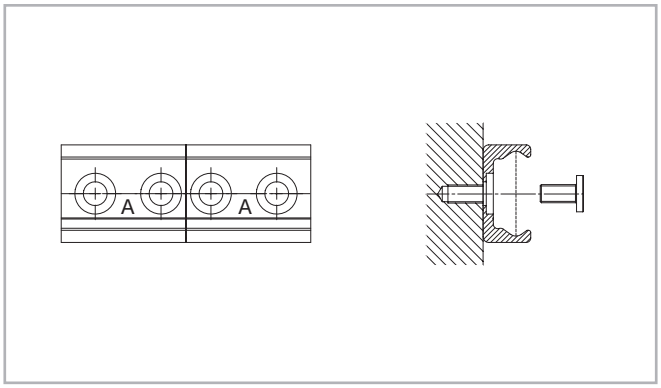

Fig. 166
(1) Fix the individual rails on the mounting surface by tightening all screws except for each last one on the rail joint.
(2) Install the end fixing screws without tightening them (see fig. 166).